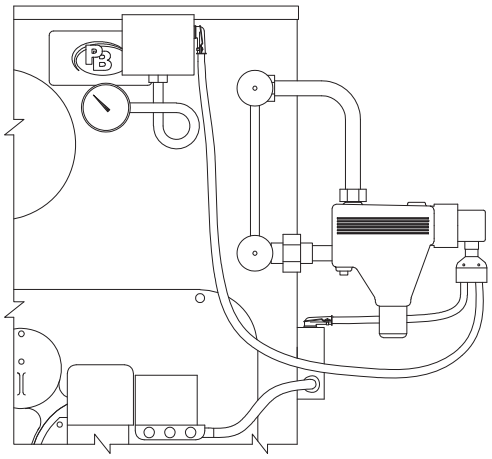

Figure 3.7: Float Low Water Cut-off
a. Install the limit / operating control, pressure gauge, gauge glass trim and safety relief valve. See Figure 7.2 (Section 7), Figure 3.7 (float boilers) and cover photo (probe boilers).
d. See Figure 3.7 for application of float low water cut-offs.